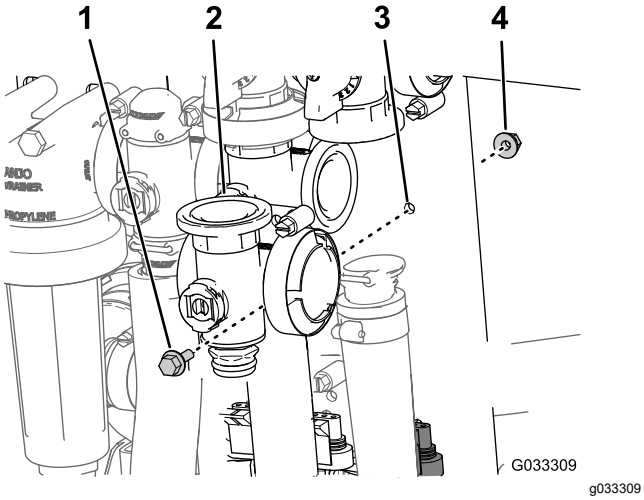

Figura 73
3. Remova o parafuso de cabeça flangeada e a contraporca flangeada que prendem a válvula da seção principal ao suporte da válvula e remova o coletor da válvula da máquina (Figura 73).